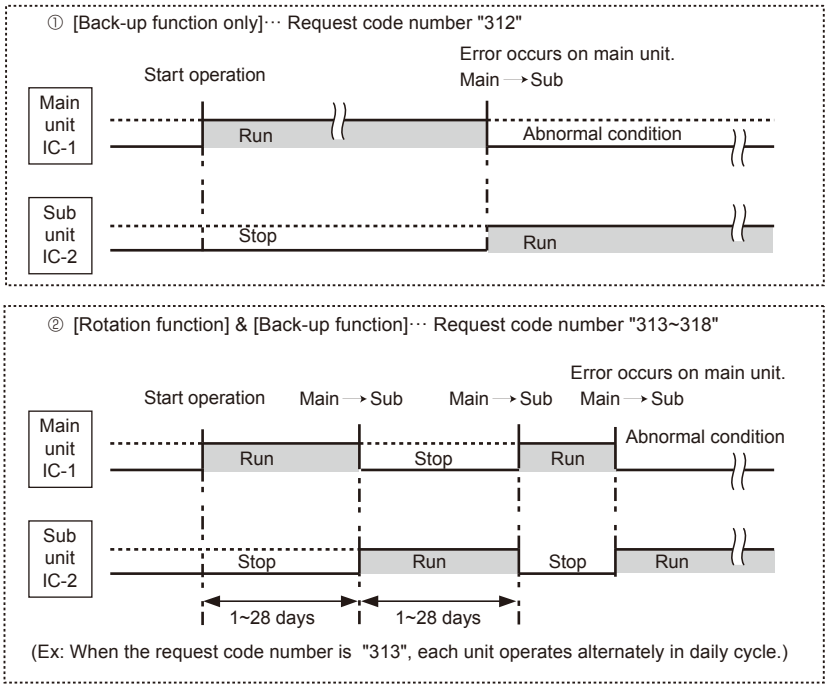

Fig. 1
- This function is available only by the grouping control system (INDOOR UNIT : OUTDOOR UNIT=1:1) of 2 refrigerant groups. (Refer to Fig. 1)
- Main indoor unit should be connected for wired remote controller and the transmission line (TB5) for main and sub unit should also be connected. (Refer to Fig. 1)
1. Removing the filter (1) Slide the knob of air intake grille toward the arrow to open the air intake grille. (See Figure 1.) (2) Pull down the lever of the air intake grille to remove the filter. (See Figure 2.)	**Figure 1**
2. Removing the air intake grille (1) Slide the knob of air intake grille toward the arrow to open the air intake grille. (See Figure 1.) (2) Remove the hook of drop prevention strap from the panel. (3) Remove the air intake grille.	**Figure 2**